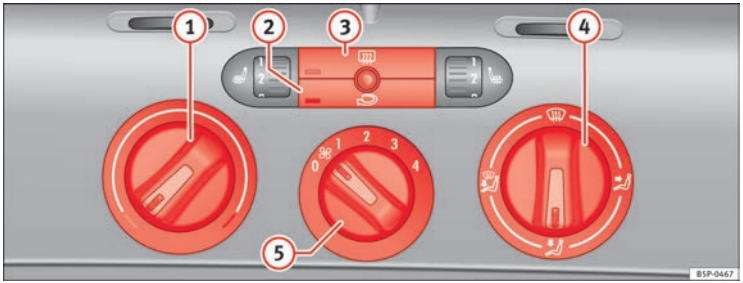

Fig. 106 Heating controls on the dash panel
– Using the controls ⇒ fig. 106 (1) and (4) and the control (5) you can set the temperature, air distribution and the blower speed.
– To switch a function on or off, press the appropriate button (2) or (3). When the function is activated, the display window in the lower left of the button is lit.